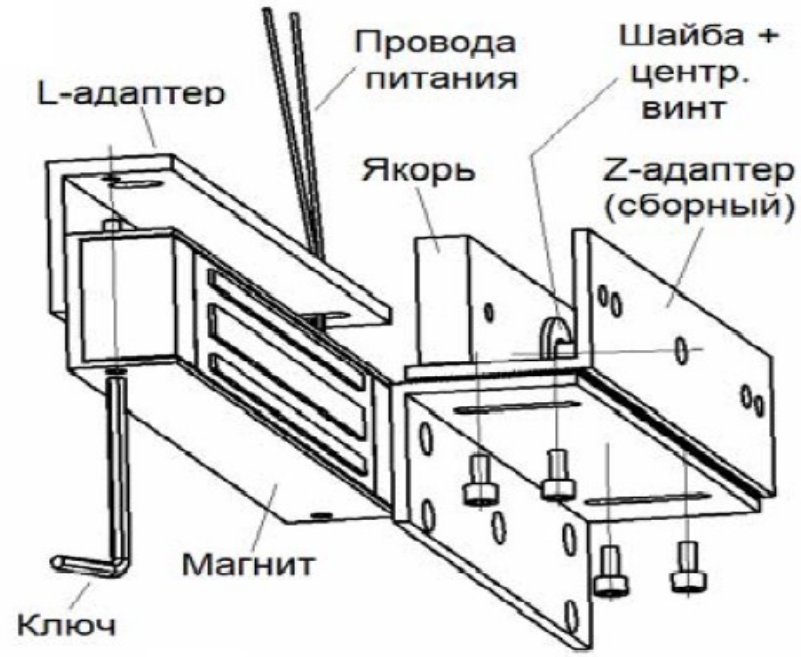

Рис.1
- На место комплектной планки прикрепить корпус электромагнитного замка с помощью двух винтов, предварительно пропустив в соответствующий паз провода питания замка (см. рисунок 1);
- из двух уголков собрать Z-адаптер для якоря замка (сборка по рифлёным поверхностям) при помощи четырёх винтов с внутренним 6-гранником из комплекта крепежа (см. рисунок 1);